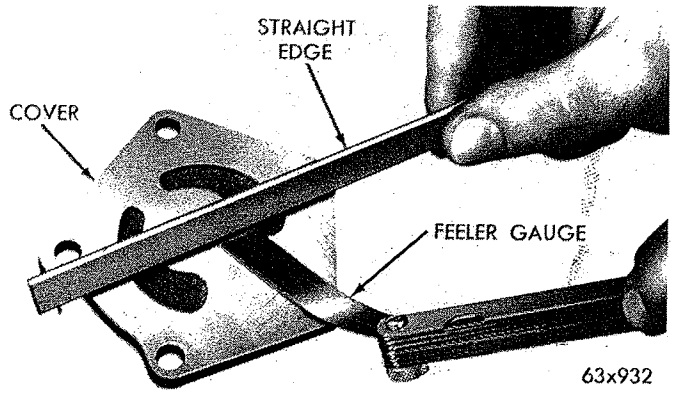

*Fig. 54—Checking Oil Pump Cover Flatness*
(1) The mating face of the oil pump cover should be smooth. If cover is excessively scratched or grooved, it should be replaced.
(2) Check for excessive cover to rotor wear by laying a straightedge across cover surface. If a .0015 inch feeler gauge can be inserted between the cover and straightedge, discard cover and install a new one (Fig. 54).